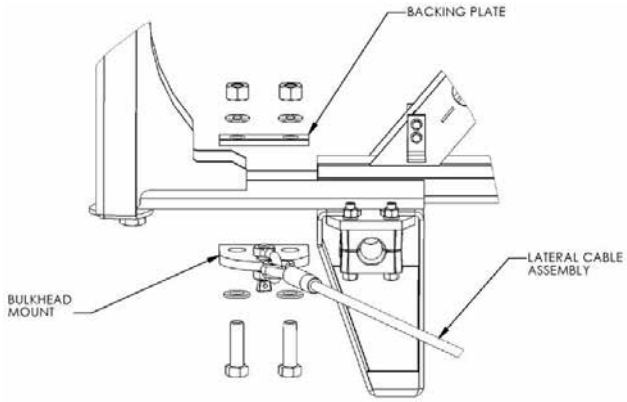
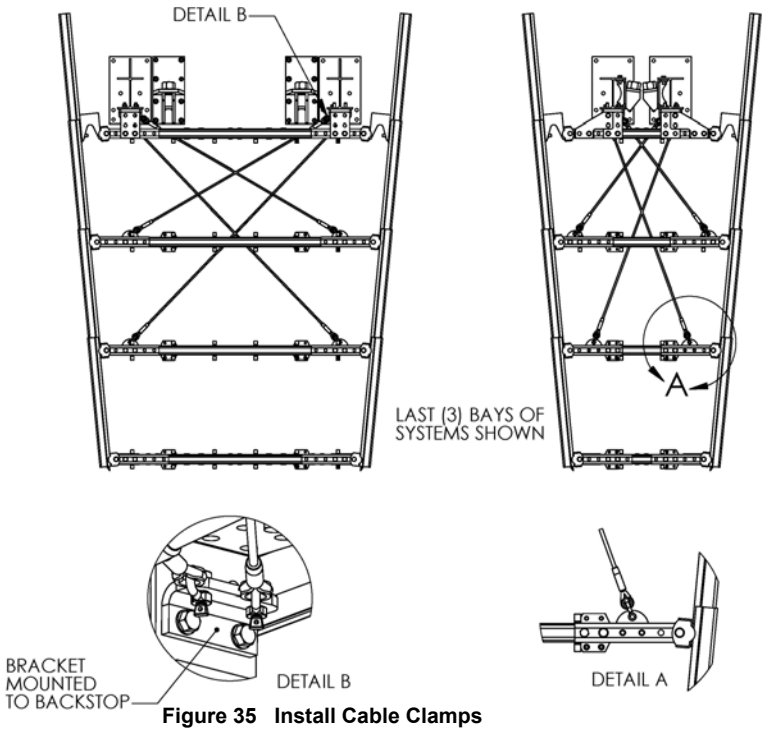

Figure 31 Lateral Support Cable
Figure 35 Install Cable Clamps
The Lateral Support Cables are ½" [12mm] diameter and have a ½" [12mm] shackle on one end. There are eight (8) cable assemblies in the kit. The shackles pin to the cable mounts on the bulkheads and Wide Flange Backstops (Figure 31, 32, 33, 34, 35). The two cables from each backstop are routed to the opposite sides of the last two bulkheads (Figure 35).